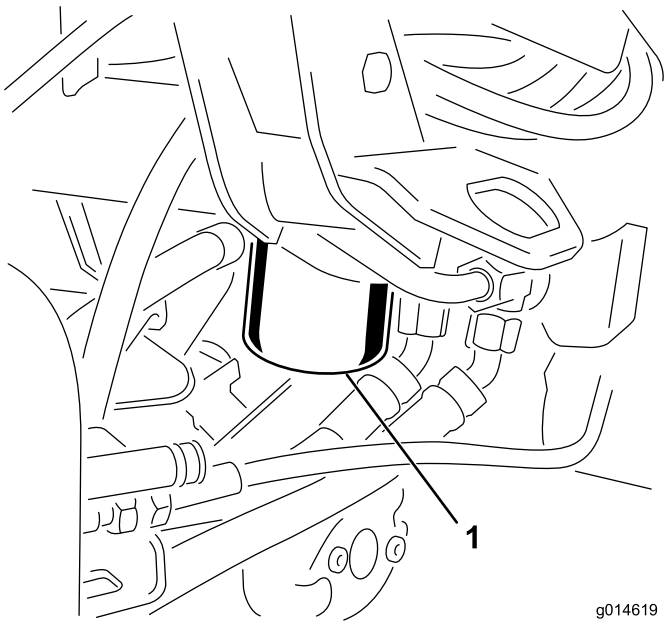

**Figur 51**
1. Rengør det område, hvor filteret monteres (Figur 51). Anbring en drænbakke under filteret, og afmonter filteret.